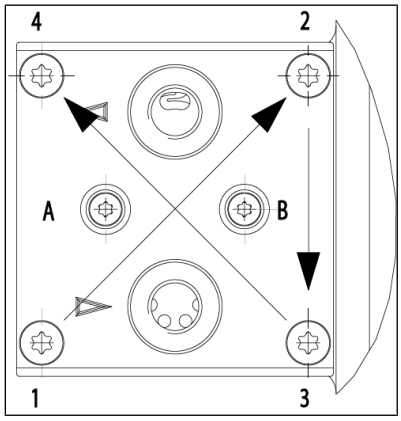

*Abb.9 Kopfschrauben anziehen (Kopfdeckel beispielhaft dargestellt (Schrauben (A) und (B) nur in N87T-TE-Ausführung))*
2. Schrauben Sie die Schrauben (5) mit Tellerfeder ein und ziehen Sie diese entsprechend der Reihenfolge 1-2-3-4 (siehe Abb. 9) über Kreuz mit 1 Nm leicht an.
4. Ziehen Sie die Schrauben (5) mit Tellerfeder entsprechend der Reihenfolge 1-2-3-4 (siehe Abb. 9) über Kreuz fest. Anziehdrehmoment: 2,1Nm.